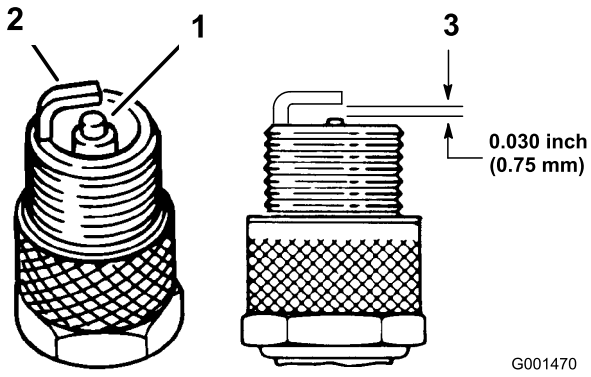

Figura 32
1. Mire la parte central de las bujías (Figura 32). Si se observa un color gris o marrón claro en el aislante, el motor está funcionando correctamente. Si el aislante aparece de color negro, significa que el limpiador de aire está sucio.
3. Compruebe la separación entre los electrodos central y lateral (Figura 32). Si la distancia no es correcta, doble el electrodo lateral (Figura 32).
3. Conecte los cables a las bujías (Figura 32).